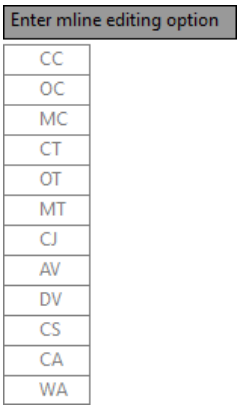

***Figure 19-14** Dynamic prompt for the **-MLEDIT** command*
*You can also edit multilines by entering the **-MLEDIT** command at the pointer input. On doing so, all the options are displayed at the dynamic prompt, refer to Figure 19-14.*